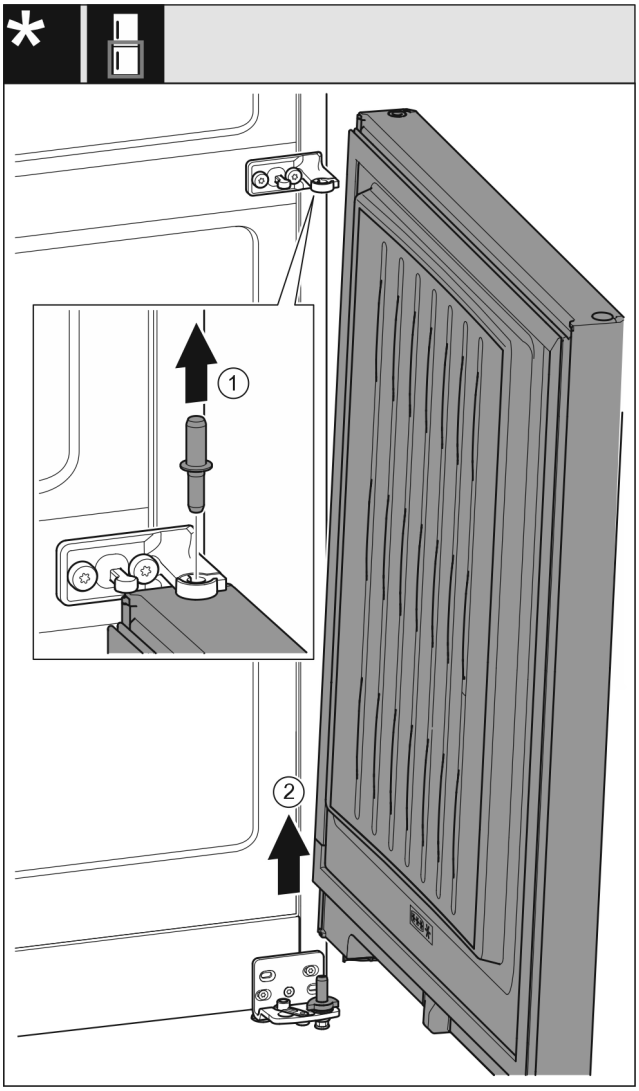

Fig. 10 Sin amortiguador de cierre
- ▶ Extraiga el perno *Fig. 10 (1)* hacia arriba.
- ▶ Gire hacia fuera la puerta *Fig. 10 (2)*, tire de ella hacia arriba y apártela.